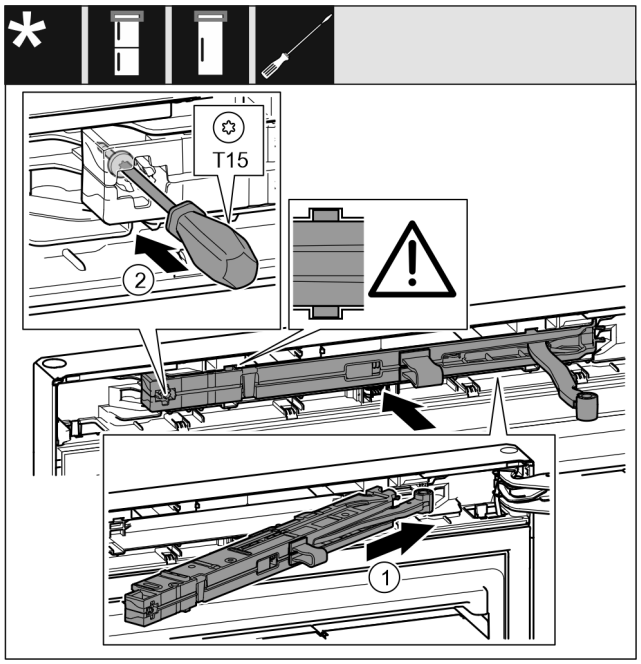

Fig. 24
▶ On the swap bearing block side, slide the closing damper unit *Fig. 24 (1)* into the recess at an angle up to the stop.
▶ Use a screwdriver to tighten the screw *Fig. 24 (2)*.